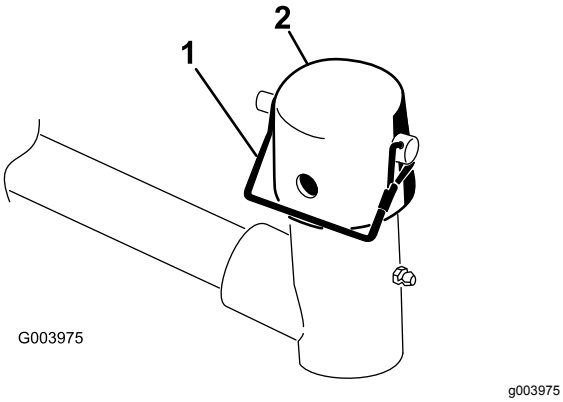

Figur 10
7. Fjern ringstiften og gaffelbolten på stift- og snorenheden fra løftearmens drejegaffel. Fjern derefter dækslet (Figur 10).
11. Fastgør hætte og bærerammens aksel på løftearmsgaflen med låsestiften (Figur 10).